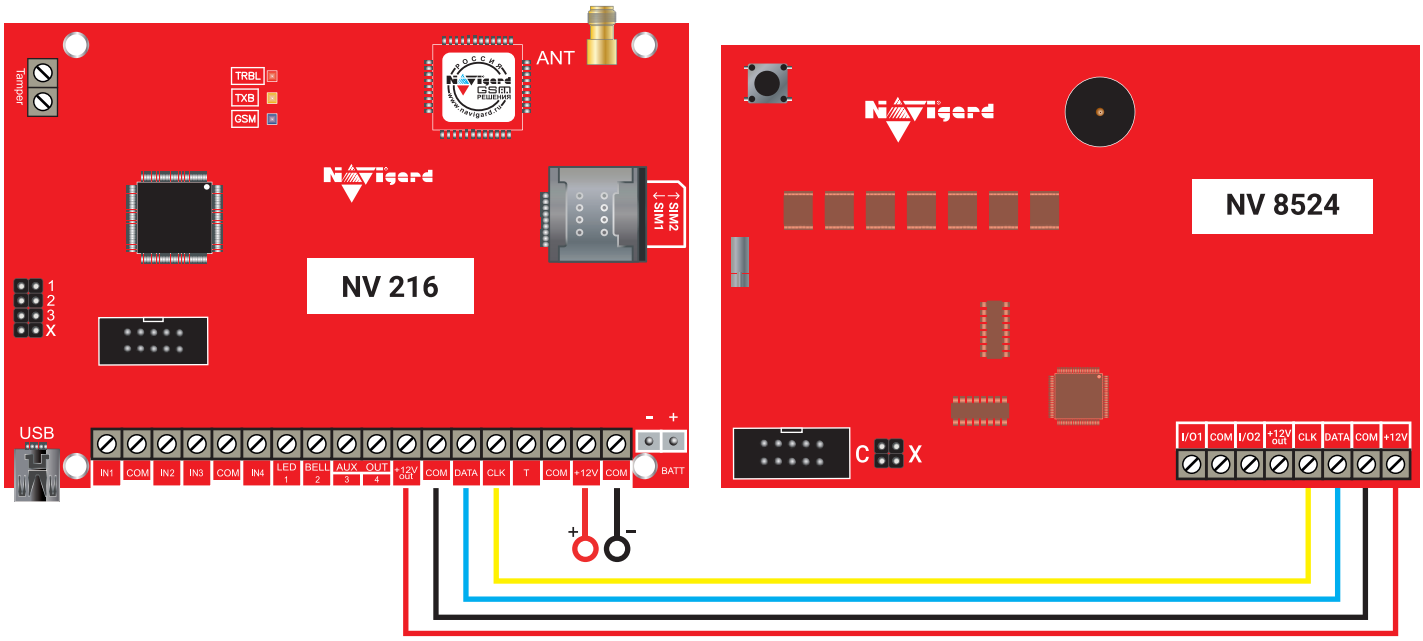

Рисунок 1. Пример подключения NV 8524 к NV 216
4. Подключите провода системной шиной (+12V, COM, DATA, CLK) к группе клемм NV 8524 от контрольной панели (см. Рисунок 1);